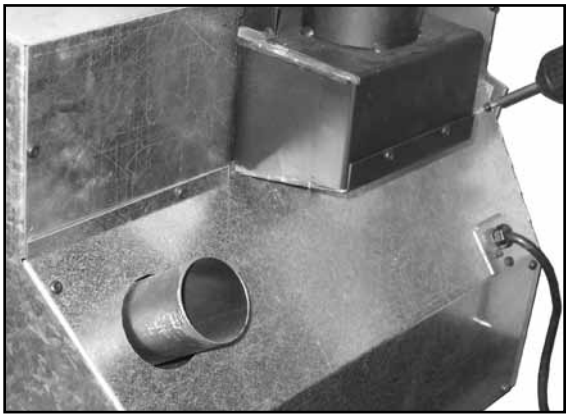

Figure 46: Removing/Installing Back Panel From Sonnet.
1. Use a flat head screwdriver, ¼" socket, or a Torx T-20 screwdriver to remove the nine (9) screws holding the old back panel on (see Figure 46). Discard old back panel.